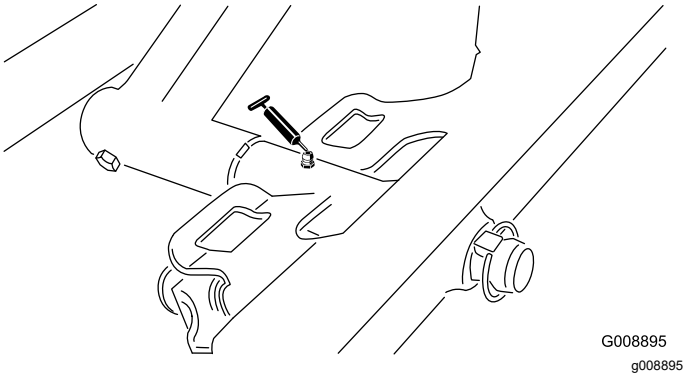

Figuur 61
- Draaipunt van voorste maai-eenheid (Figuur 61)